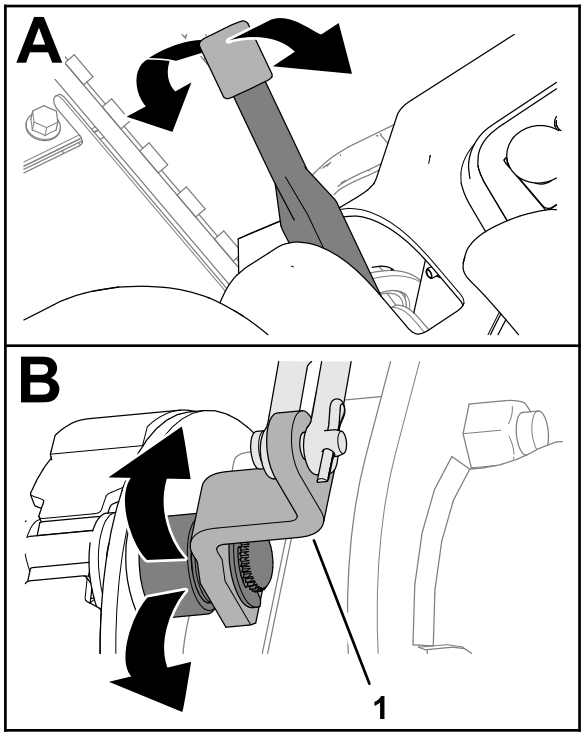

**Figur 70**
2. Flytta parkeringsbromsspaken uppåt och nedåt för att kontrollera att armen som går till bromskamsarmen rör sig fritt (Figur 70).